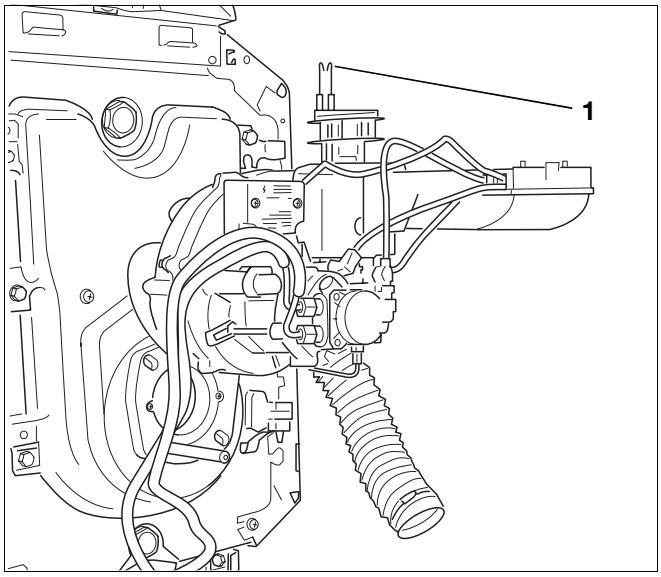

Rys. 34 Ustawienie palnika w pozycji serwisowej
- Ustawić palnik w pozycji serwisowej (Rys. 34).
Na elektrodach zapłonowych nie powinno być osadów (Rys. 34, **Poz. 1**).